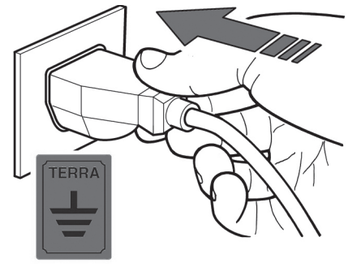

fig. 12
- It is imperative that the complete equipment is properly connected to an efficient earth connection (fig. 12).